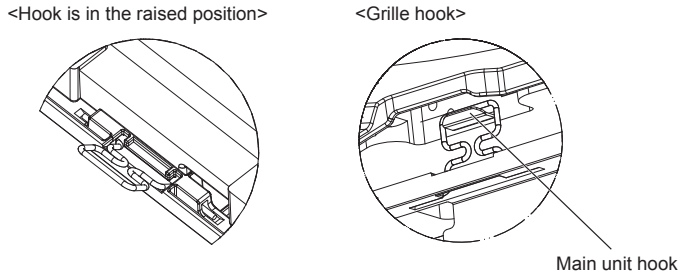

Fig. 10-5
- Align the screw holes in the corners of the grille with the screw mounting holes in the corners of the main unit, latch the two hooks on the grille onto the drain pan projections on the main unit, and temporarily hang the grille. (Fig. 10-5)
- **After tightening the screw, confirm that the two grille hooks (Fig. 10-5) are latched onto the hooks on the main unit.**